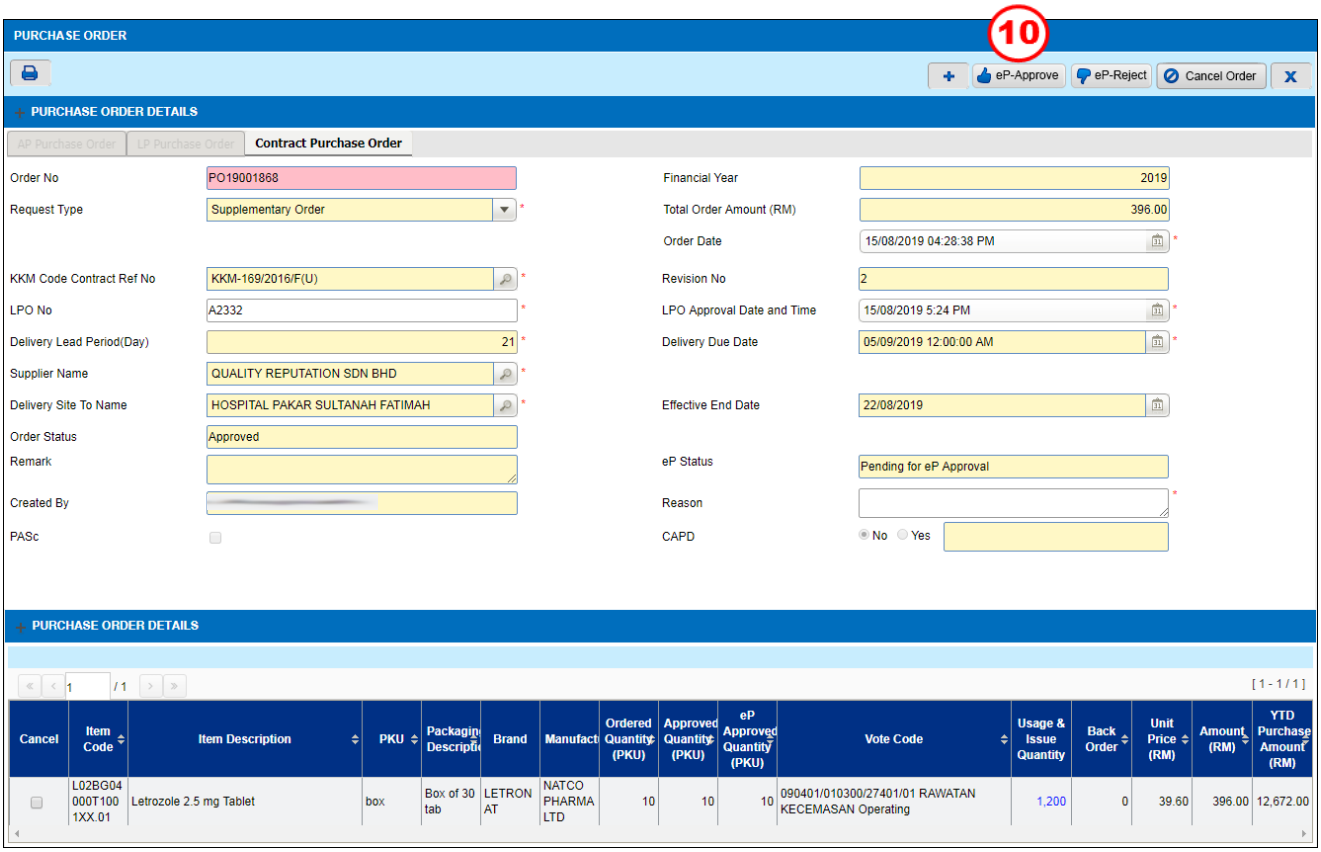

Figure 3.11-12 Purchase Order
- *Click on the* OK *button to updated data as shown in Figure 3.11-12.*